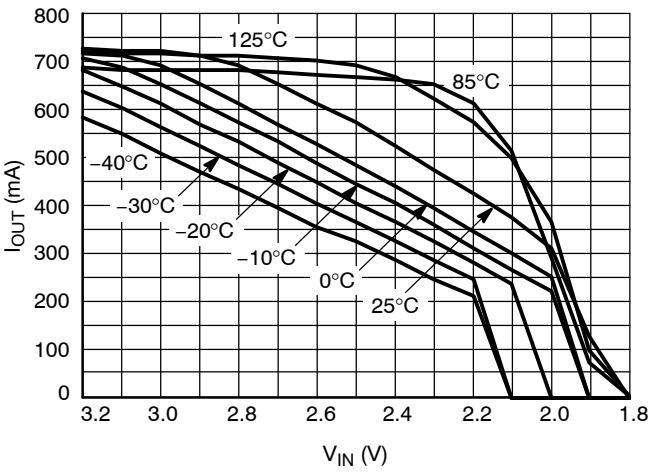

Figure 21. Output Current Capability for the 1.8 V Version
18. For output current capability for T_A < 0°C, please refer to Figure 21.